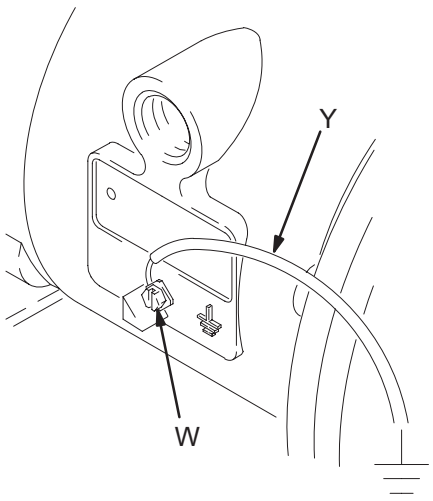

Rys. 1
- *Pompa*: Dołączyć przewód uziemienia do zacisku w sposób przedstawiony na rys. 1. Poluzować wkręt zacisku uziemienia (W). Włożyć jeden koniec przewodu o przekroju min. 1,5 mm^2 (Y) pod wkręt i dokręcić wkręt z wyczuciem do oporu. Druki koniec przewodu uziemienia zakończony zaciskiem dołączyć do właściwego punktu obwodu uziemienia. Nr kat. 222011: przewód uziemienia z zaciskiem.